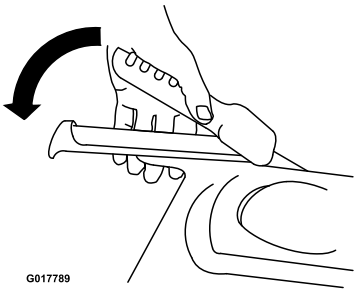

Figur 12
2. Klem langsomt det venstre traktionsdrevgreb ind mod håndtaget (Figur 12).